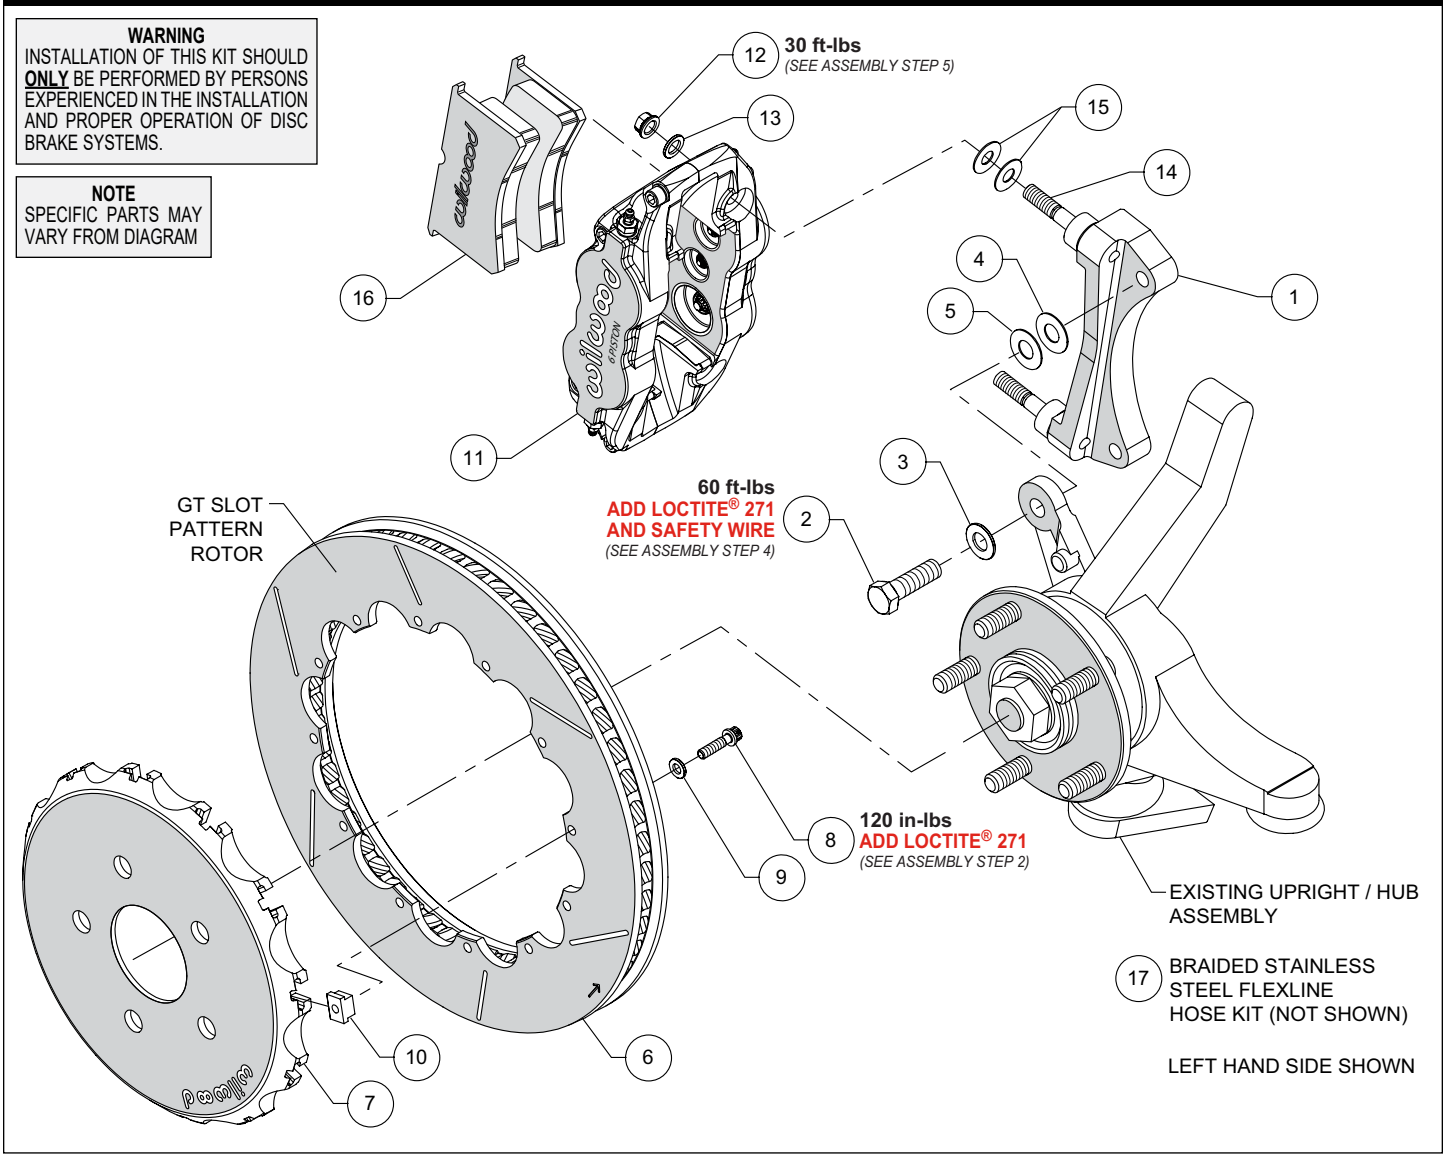
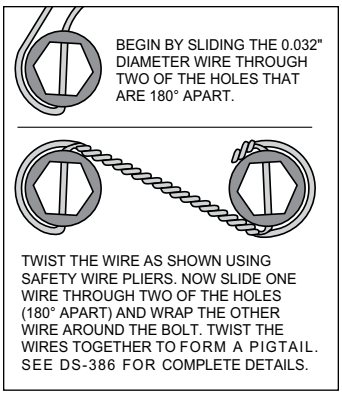

Figure 1. Typical Installation Configuration
Figure 3.
NOTE: *Numbers in parenthesis refer to the parts list and Figure 1 on the preceding pages.*
STEP 1 The caliper mount bracket (1) should initially be installed with clean, dry threads on the mounting bolts. Orient the bracket as shown in Figure 1 and Photo 1, and install using mounting bolts (2) and washers (3). Initially place one .033" thick shim (4), and one .015" thick shim (5) on each bolt between the bracket and upright, Figure 1. Temporarily tighten the mounting bolts. ***NOTE:*** *The bracket must fit squarely against the mount bosses on the upright.* Inspect for interference from casting irregularities, machining ridges, burrs, etc. Later, after the caliper alignment has been checked, the mount bolts will be secured using red *Loctite*® 271.
STEP 2 Orient the rotor (6) and the hat (7) as shown in Figure 1 and Photo 2. Attach rotor to hat using bolts (8), washers (9) and t-nuts (10). Apply red *Loctite*® 271 to the bolt threads and torque to value shown in Figure 1 using a criss-cross pattern. For an added measure of security, the bolts may be safety wired using standard 0.032 inch diameter stainless steel safety wire as shown in Figure 3. Please refer to Wilwood's data sheet DS-386 (available at www.wilwood.com/Pdf/DataSheets/ds386.pdf) for complete safety wire installation instructions.
STEP 4 ***NOTE:*** *This kit contains distinct right and left hand calipers that must be mounted in a specific direction, as described below.* Initially place two .035" thick shims (15) on each stud as shown in Figure 1 and Photo 3. Mount the caliper (11) onto the bracket (1) using lock nuts (12) and washers (13), Figure 1 and Photo 4. Ensure that the caliper is mounted so that the largest pistons are at the rotor exit end of the caliper, in relation to the direction of rotor rotation. Temporarily tighten the lock nuts and view the rotor through the top opening of the caliper. The rotor should be centered in the caliper, Photo 5. If not, adjust by adding or subtracting shims (4 and/or 5) between the bracket and the upright. Always use the same amount of shims on each of the two mounting bolts. Once the caliper alignment is correct, remove the bracket mounting bolts (2) one at a time, apply red *Loctite*® 271 to the threads, and torque to value shown in Figure 1.
STEP 5 Remove the caliper center bridge pad retainer bolt, nut, and tube from the caliper. Insert the brake pads (16) into the caliper, with the friction material facing the rotor, as shown in Photo 6. Check that the top of the brake pad is flush with the outside diameter of the rotor, Photo 7. If not, adjust by adding or subtracting shims (15) between the caliper and the bracket. After the caliper pad height is set, reinstall the center bridge pad retainer tube, bolt, and lock nut. The lock nut should be snug without play in the bolt or tube. Be cautious not to over tighten. Torque the caliper lock nuts (12) to value shown in Figure 1.